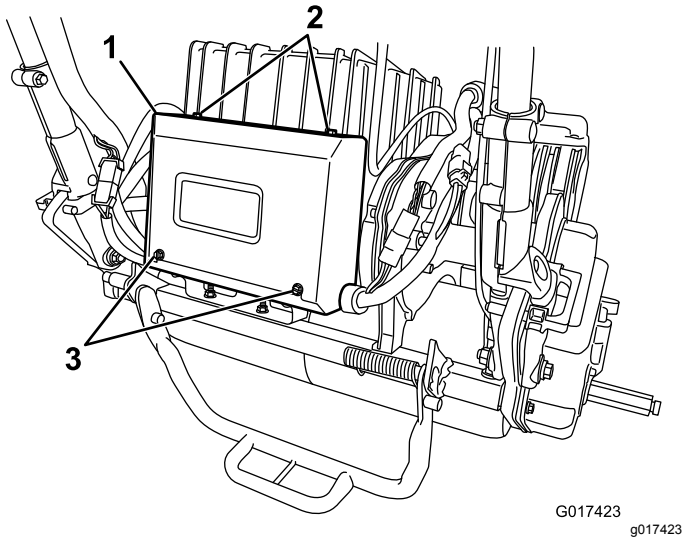

Figuur 41
2. Verwijder de 2 achterste schroeven uit de stroomkast, zet de 2 bovenste schroeven los en verwijder het scherm van de kast (Figuur 41).